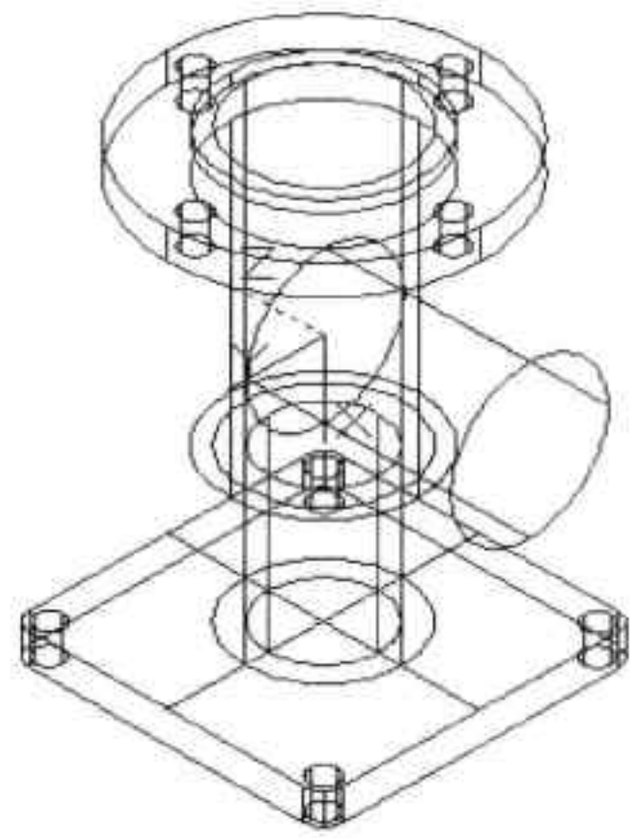

图13-67 绘制圆柱体
Step20 执行“圆柱体”命令，以用户坐标点为圆心，绘制圆直径为 40mm、高为 52mm 的圆柱体，如图 13-67 所示。